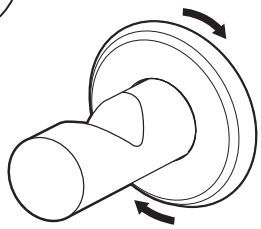

Fig. 6
- Use los tornillos suministrados para fijar el gancho de la bolsa en su lugar y, a continuación, tome la planchuela y atorníllela sobre la placa de montaje para cubrir los tornillos de montaje. **Fig. 6**